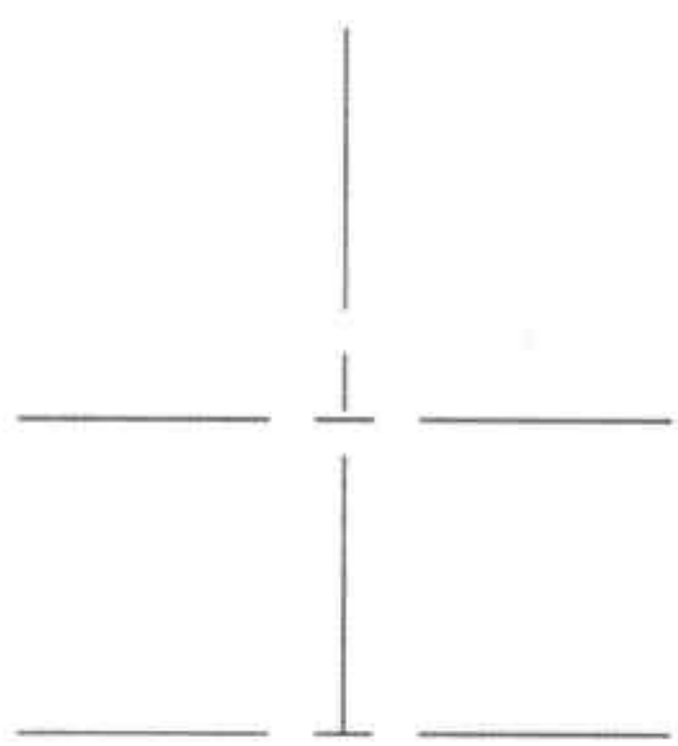

图21-51 偏移线段
Step 10 执行“修改 > 偏移”命令，将水平中线向下偏移 40，如图 21-51 所示。